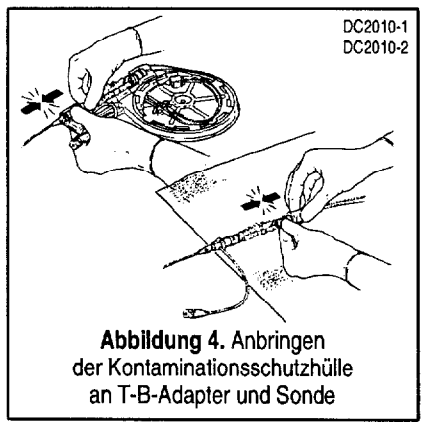

Abbildung 4. Anbringen der Kontaminationsschutzhülle an T-B-Adapter und Sonde
5. Schließen Sie das distale Ende der Sonden-Kontaminationsschutzhülle an den T-B-Adapter an. Nehmen Sie die Sonde und den T-B-Adapter aus dem Träger, und verbinden Sie das andere Ende der Schutzhülle mit dem proximalen Ende der Sonde, um deren Sterilität zu gewährleisten (Abb. 4).